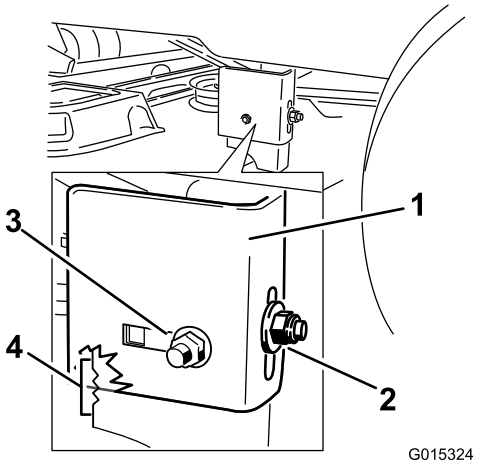

Figuur 60
9. Draai de achterste borgmoer op de ophangbeugel los (Figuur 60).
10. Draai de borgmoer aan de zijkant op de ophangbeugel los genoeg om de hanger te kunnen verstellen (Figuur 60).
13. Houd het maaidek op de ingestelde stand en draai de borgmoer aan de zijkant op de ophangbeugel vast om het maaidek in de nieuwe stand vast te zetten (Figuur 60).